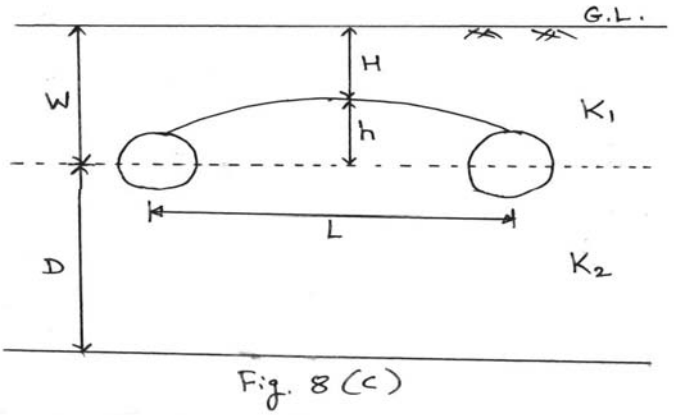

Fig. 8 (c)
c) Determine the required drain spacing (L) for the basic design criteria q = 9mm/d, H = 0.65 m, pipe with outer diameter = 0.25 m and wet entry perimeter (u) = 0.35 m. K_1 = 2.0m/day, K_2 =1.0 m/day, W =1m, D = 3m. Refer Fig.8 (c). Use Hooghoudt's formula. Take only two trials. **[8]**